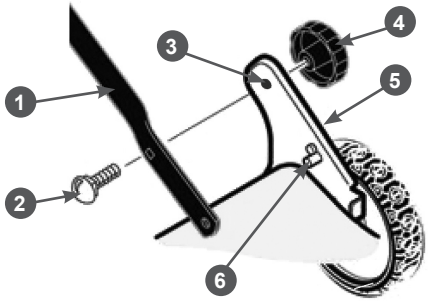

Рис. 4 Крепление нижней части рабочей рукоятки
4. С внутренней стороны кронштейна 5 крепления нижней части рукоятки имеются одно отверстие 3 и один направляющий штифт 6 (Рис. 4). Наденьте рукоятку 1 нижним отверстием на направляющий штифт 6, совместите верхнее отверстие на кронштейне 5 с отверстием на рукоятке 1, вставьте в образовавшееся отверстие болт 2 с квадратным подголовком и закрутите барашковую гайку 4 (Рис. 4). Точно также установите другую сторону нижней части рабочей рукоятки.